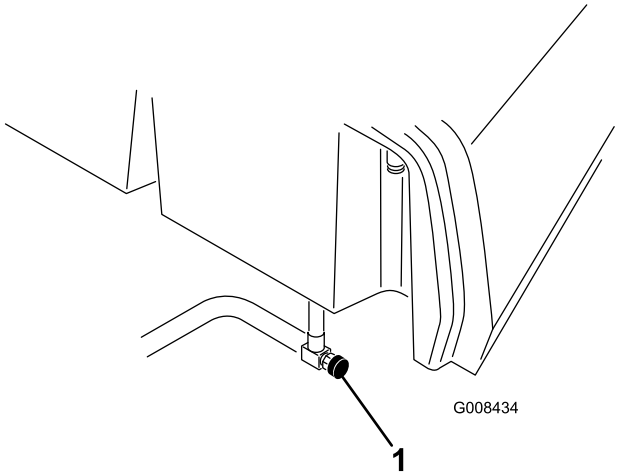

Figur 39
1. Åpne drivstoffavstengingsventilen (Figur 39) under drivstofftanken.